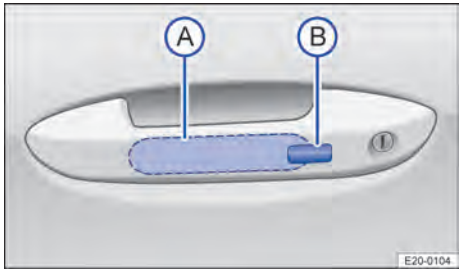

Bilde 54 I dørhåndtaket: Sensorflater.
1. Berør sensorflaten → Bilde 54Ⓐ på innsiden av dørhåndtaket.
2. Berør sensorflaten → Bilde 54 Ⓑ på utsiden av dørhåndtaket.
2. Berør sensoren på utsiden av dørhåndtaket én gang innen 5 sekunder → Bilde 54 Ⓑ. Ikke ta rundt dørhåndtaket.
1. Hold fingeren noen sekunder på sensorflaten på dørhåndtaket på en av fordørene → Bilde 54.